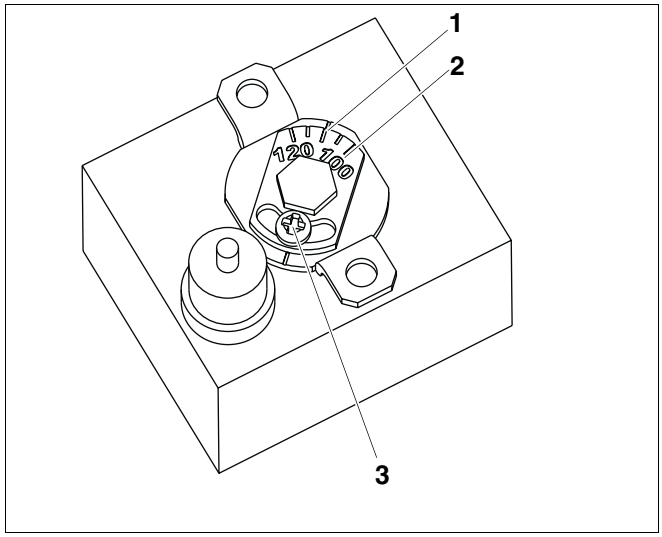
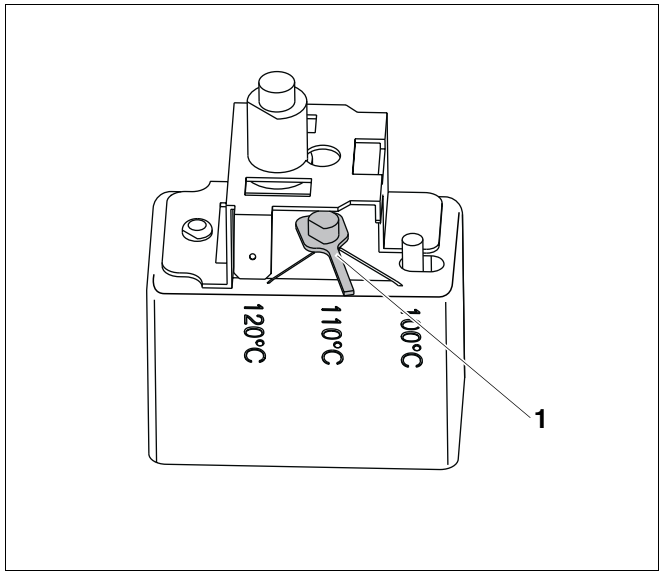

Рис. 61 STB, вариант A
Рис. 62 STB, вариант B
- Сначала нужно определить вариант установленного предохранительного ограничителя температуры (см. рис. 61 и рис. 62).
Вариант A (рис. 61)
- Ослабить винт (рис. 61, **поз. 3**).
- Пластину с температурной шкалой (рис. 61, **поз. 2**) установить на нужную температуру (рис. 61, **поз. 1**).
- Затянуть винт (рис. 61, **поз. 3**).
Вариант B (рис. 62)
- Установить рычажок (рис. 62, **поз. 1**) на нужную температуру.